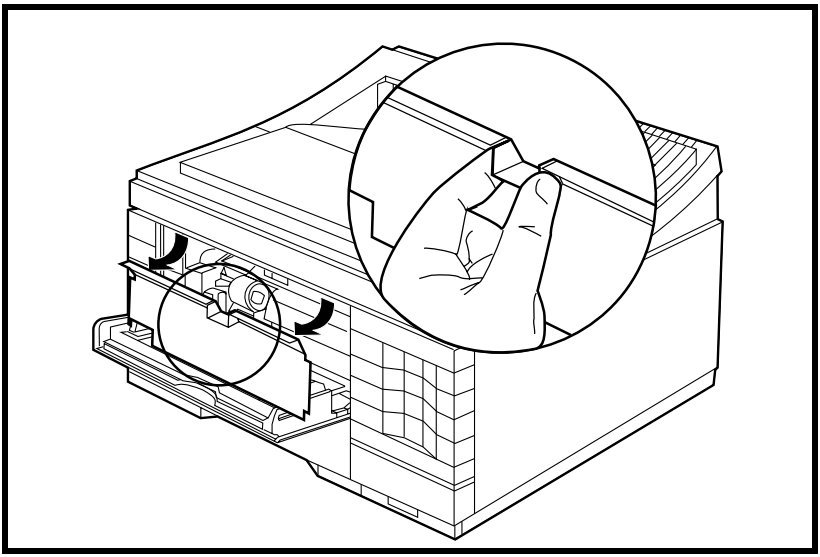

Figure 6-17 MP Tray Opening Cover
1. Remove the Right Side Cover, the MP opening cover, (see Figure 6-17), the Top Cover and the Left Side Cover, the Font Door Cover, and the PC tray (Tray 2). The MP tray need not be removed, but is shown removed for clarity.